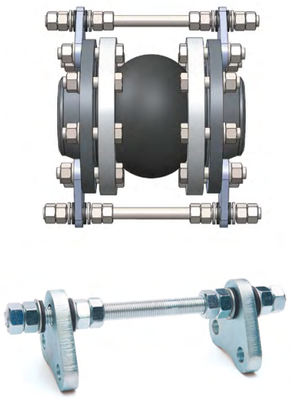

рис. 4
- стержни ограничивают компенсатор одновременно от чрезмерного растяжения и чрезмерного сжатия – необходимо использовать дополнительные гайки, шайбы и амортизаторы (в стандартную поставку не входят). Гайки и шайбы устанавливаются с наружной и внутренней стороны кронштейна (рис. 4).